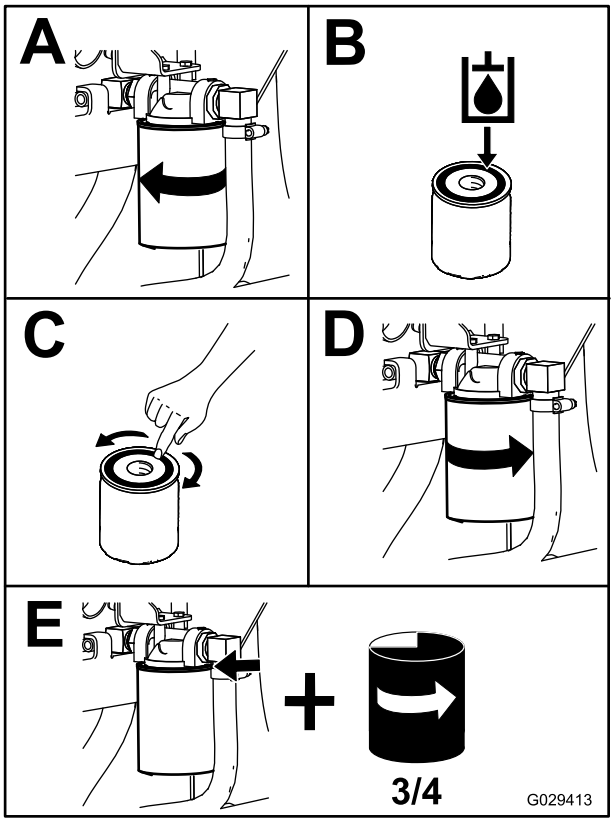

**Rysunek 58**
4. Umieść miskę spustową pod filtrem i wymień filtr (Rysunek 58).